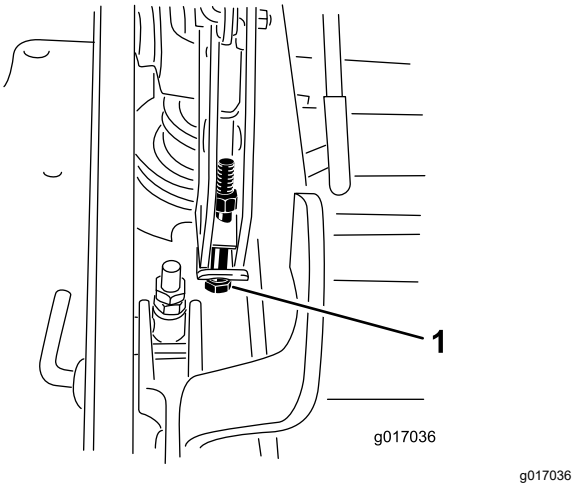

**Figur 117**
12. Hvis skjoldet er for lavt, skal bolten til enkeltpunktsjusteringen drejes med uret, så den strammes. Hvis skjoldet er for højt, skal bolten til enkeltpunktsjusteringen drejes mod uret, så den løsnes (Figur 117).